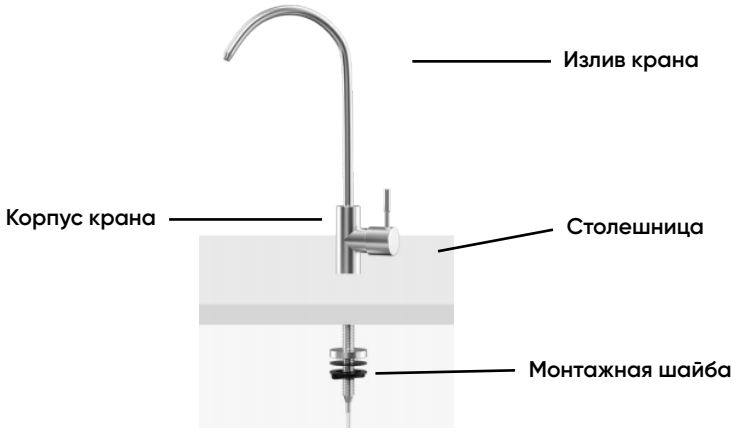

рис. 6
1. Вставьте носик крана в корпус (рис. 6).